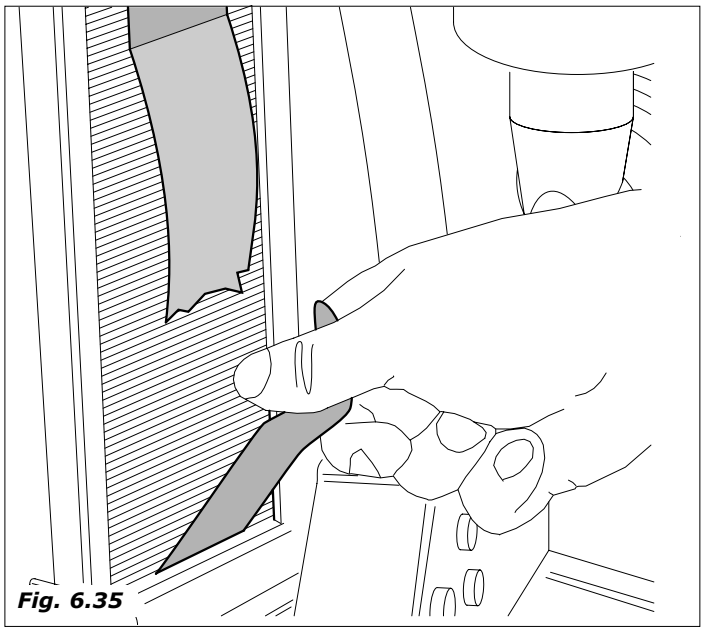

Fig. 6.35
- Introduzir as culherzinhas com a fita de embalagem na coluna e quando forem posicionadas sobre o fundo cortar e desfiar a fita (*Fig. 6.35*)